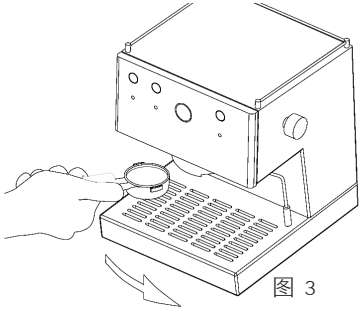

图 3
5. 将过滤手柄 ❼ 从左边开始装入冲煮头 ❽，用适当力度将其转到右边。（见图 3）。
6. 将杯子或马克杯放在架子上，操作咖啡开关 ❷。
7. 萃取咖啡后，关闭咖啡开关 ❷。